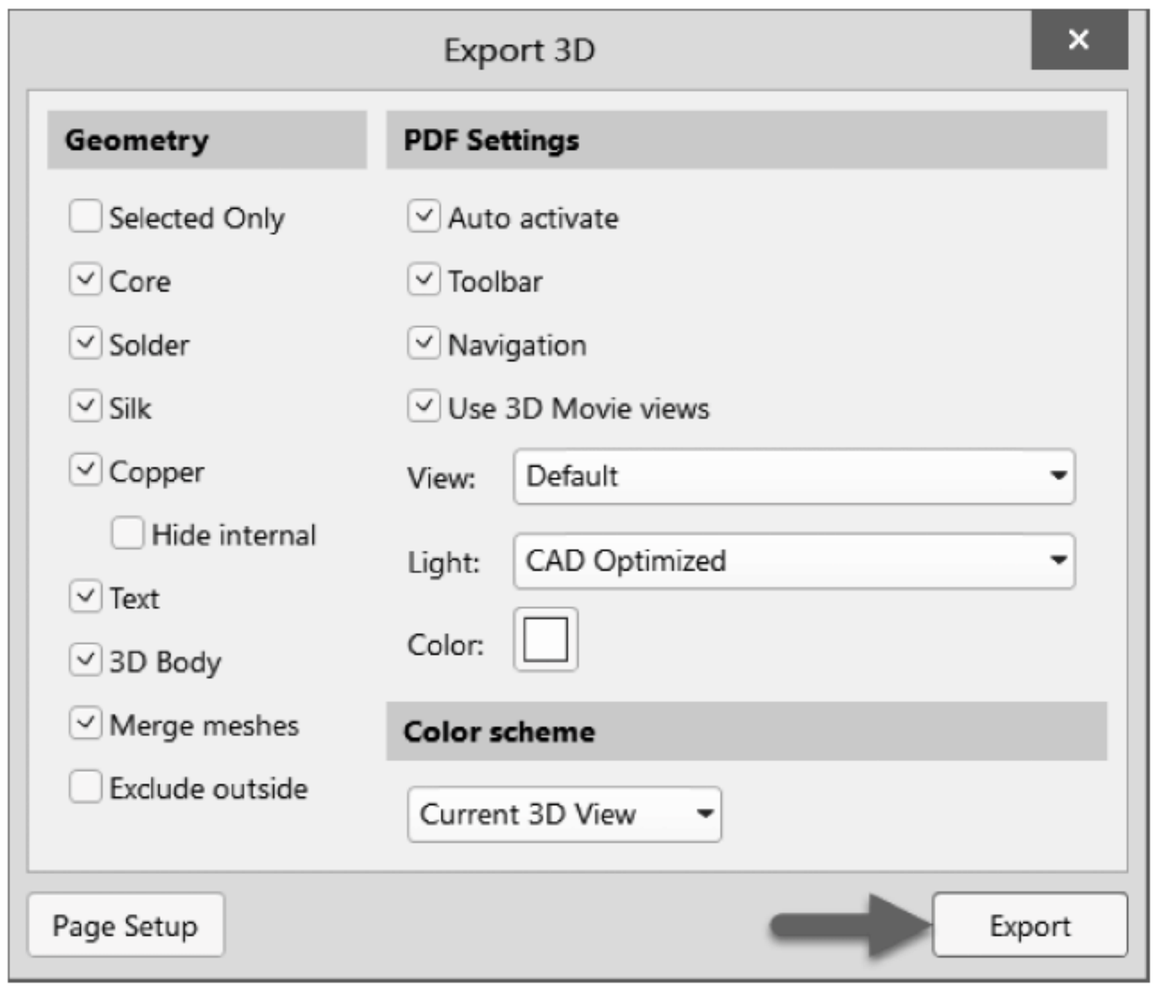

图 1-346 Export 3D 设置对话框
(1) 打开带有 3D 模型的 PCB 文件，执行菜单栏中“文件”→“导出”→“PDF3D”命令，选择导出文件的保存路径，弹出 Export 3D 设置对话框，保持默认即可，单击 Export 按钮等待软件导出 PDF 3D，如图 1-346 所示。